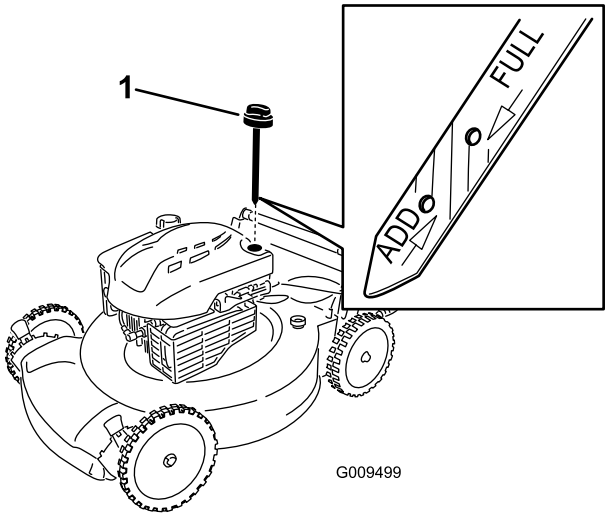

Figura 20
3. Retire la varilla (Figura 20).
Nota: Si el nivel de aceite está por debajo de la marca **Add** de la varilla, vierta una pequeña cantidad de aceite **lentamente** en el tubo de llenado y repita los pasos 8 a 10 hasta que el nivel llegue a la marca **Full** de la varilla (Figura 20).